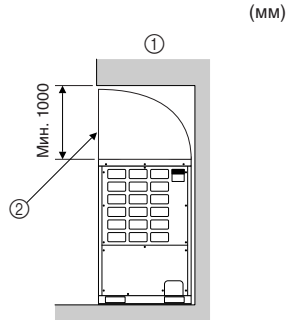

Fig. 2-5
① Если между прибором и препятствием мало места (Fig. 2-5)
② Установите выходной воздуховод. (Приобретается на месте.)